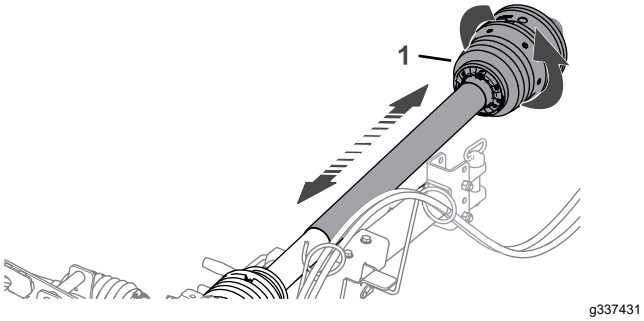

Figur 16
2. Vrid den främre halvan av kraftuttagsaxelns skydd ett helt varv (Figur 16).
3. För ihop och isär den främre halvan av kraftuttagsaxelns skydd för att kontrollera om det skjuts ut och in utan hinder (Figur 16).